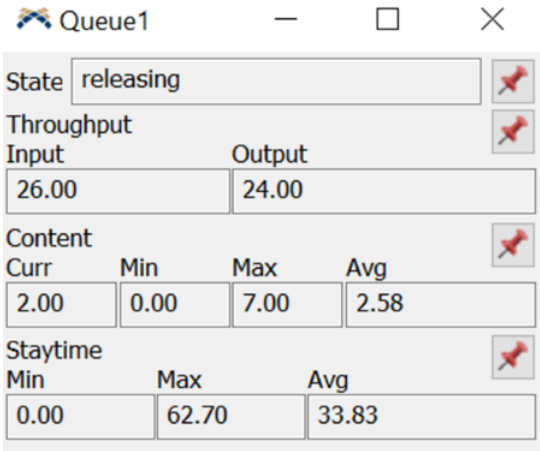

Figure 1b: Queue1 Statistics from FlexSim
**Q6.** Referring to the statistics obtained from FlexSim simulation (Figure 1b), how many items have passed through Queue1?